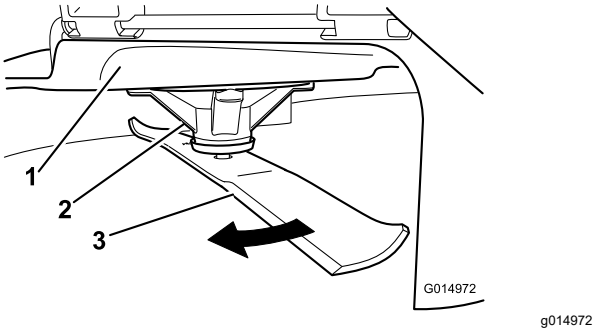

**Figur 103**
2. Bær tykt polstrede handsker eller anden tilstrækkelig håndbeskyttelse, drej langsomt skærekniven til en position, der gør det muligt for dig at måle afstanden mellem skærekanten og den plane flade, som maskinen befinder sig på (Figur 103).